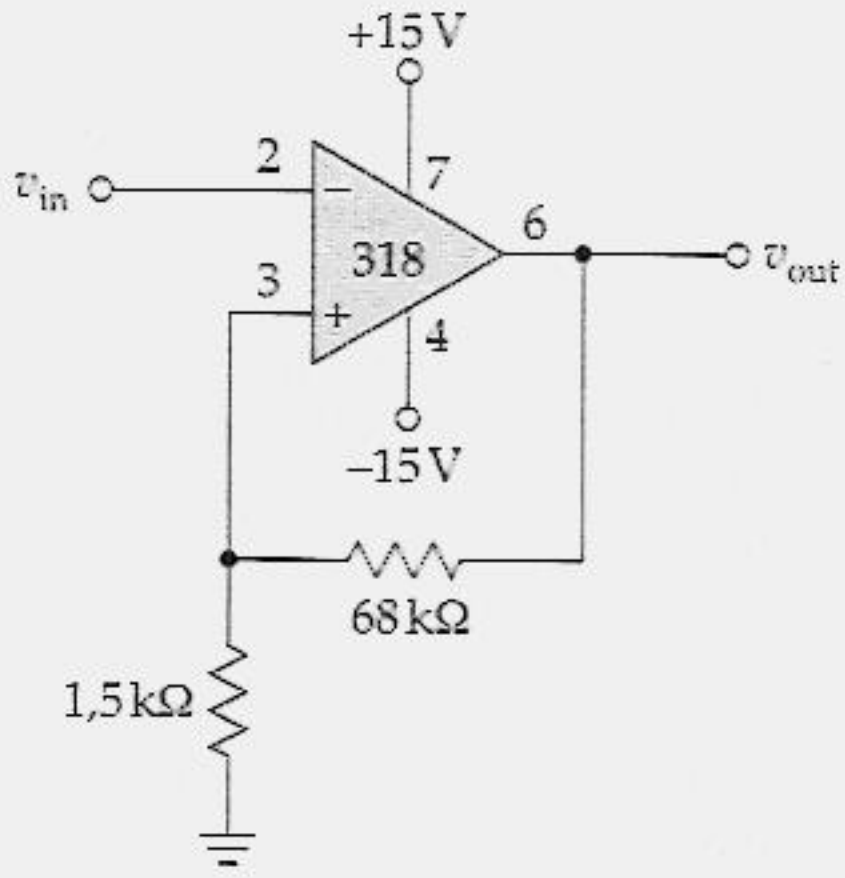

Figura 21.38 Exemplo.
21.9 Se V_{sat} = 13,5 V no circuito da Figura 21.38, Quais são os pontos de comutação e a histerese?
21.11 O resistor da Figura 21.38 tem uma tolerância de ± 5%. Qual a histerese mínima?